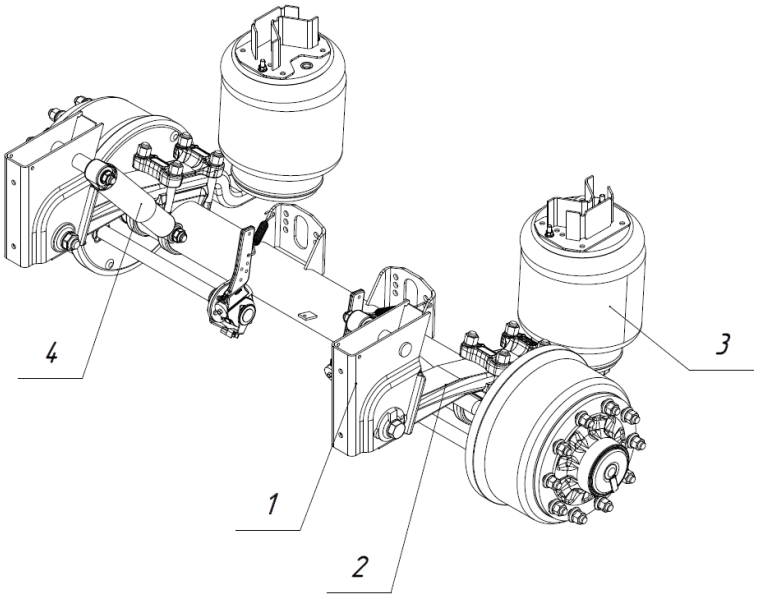

Рис. 1.2 - Осевой агрегат на пневмоподвеске
Пневматическая подвеска (рис. 1.2) состоит из кронштейнов подвески (1), рессор (2), амортизаторов (4), пневмобаллонов (3) и пневмосистемы, состоящей из накопительных ресиверов, клапанов, датчиков уровня и магистралей подачи воздуха к пневмобаллонам.